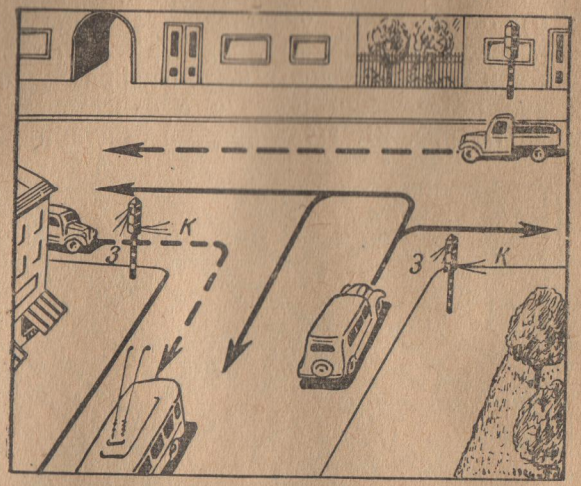

Рис. 22. Схема направлений движения транспорта на Т-образном перекрестке.
3. Движение транспорта на Т-образных и У-образных перекрестках по стороне, противолежащей боковому проезду, если: а) это не помешает транспорту, поворачивающему налево из бокового проезда; б) при этом не придется пересечь линию «Стоп»; в) отсутствуют указатели, запрещающие движение прямо при красном сигнале. Схема направлений движения на Т-образном перекрестке изображена на рис. 22. Пунктирными линиями показаны направления, движение по которым разрешается при красном сигнале, если это не помешает транспорту, движущемуся в основных направлениях (основные направления показаны сплошными линиями).